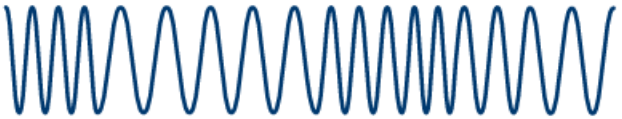

Figure 6-1-4. FM modulation showing that the sine wave width does not change, but that the frequency does.
Frequency modulation (FM). Hundreds of radio applications use *frequency modulation*, including FM radio, television sound, cell phones, and aircraft systems. The FM transmitters frequency (sine wave) changes very little and is fairly immune to static and atmospheric interference (Figure 6-1-4).